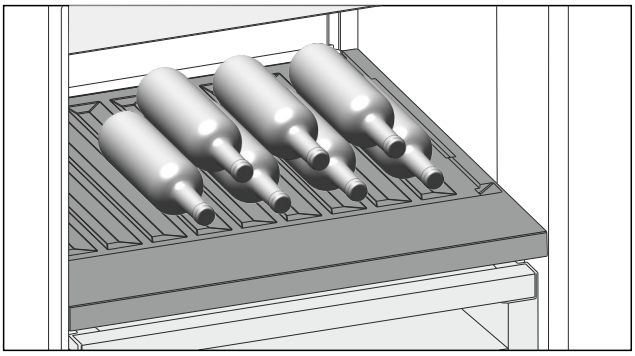

Fig. 175 Example illustration
▶ Place bottles in the back row with their bases against the back wall. (see Fig. 175)